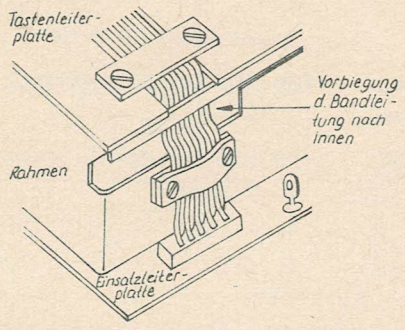

Bild 18
Die Bandleitung zwischen Einsatzleiterplatte und Tastenleiterplatte muß zur Verhinderung von Leitungsbrüchen die in Bild 18 dargestellte Vorbiegung nach innen erhalten.
- Form der 10adrigen Bandleitung kontrollieren, siehe Bild 18.